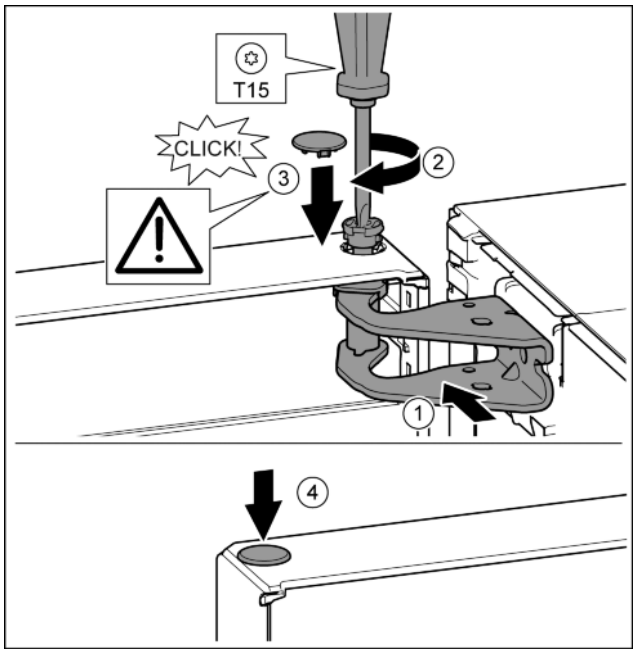

Fig. 19
- ▶ Align the top of the door with opening in the bearing bracket. *Fig. 19 (1)*
- ▶ Insert the bolt and tighten with a T15 screwdriver. *Fig. 19 (2)*
- ▶ Fit the protective cover to protect the door: Insert the protective cover and check that it is attached to the door. If not, insert the bolt fully. *Fig. 19 (3)*
- ▶ Insert the plugs. *Fig. 19 (4)*